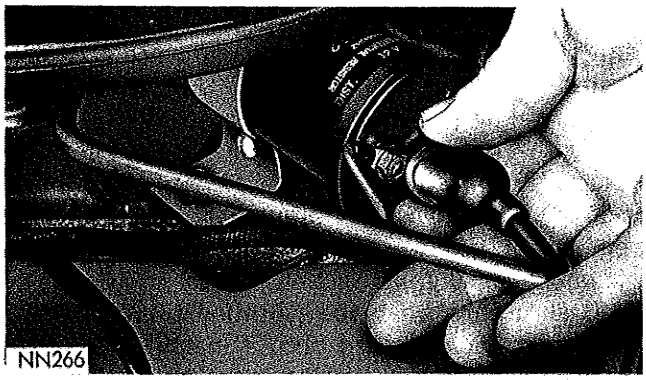

*Fig. 2—Installing Secondary Cable and Nipple at Coil Tower*
**and nipple until the cables are properly seated in the cap towers. Use the same procedure to install the cable in the coil tower (Fig. 2).**